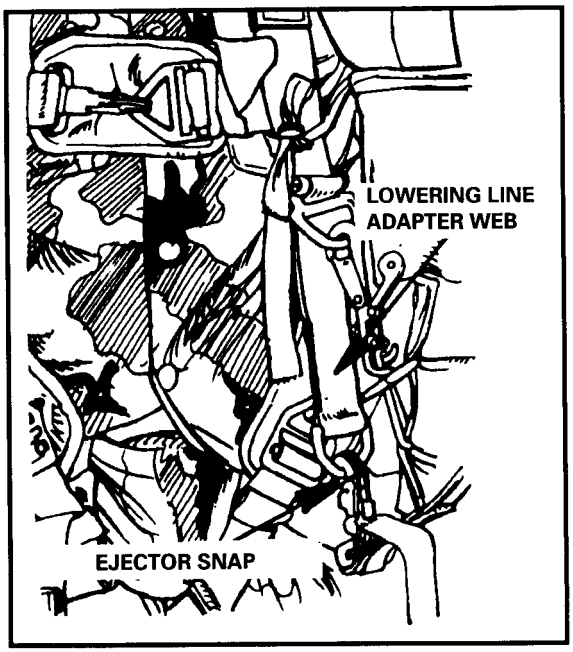

Figure 12-43. HPT lowering line attached.
b. The lower tie-down tape is routed around the DMJP and the parachutist's left leg (Figure 12-43). A single-loop bowknot is tied on the front of the DMJP where it is easy for the parachutist to reach.